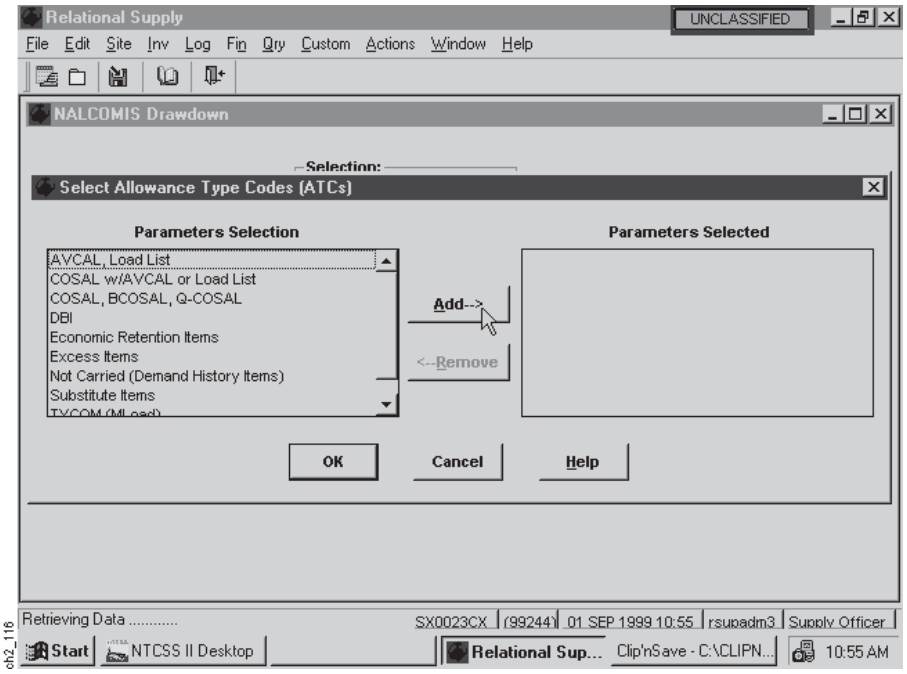

Figure 2-136
(3) Stock Item. This option allows you to select to draw down the records of all material in stock. When you select this option, the Select Allowance Type Codes Screen below (Figure 2-136) appears. This screen allows you to add or remove parameters to your selection. This option also enables the Date Range Option so that you can accomplish the following actions: